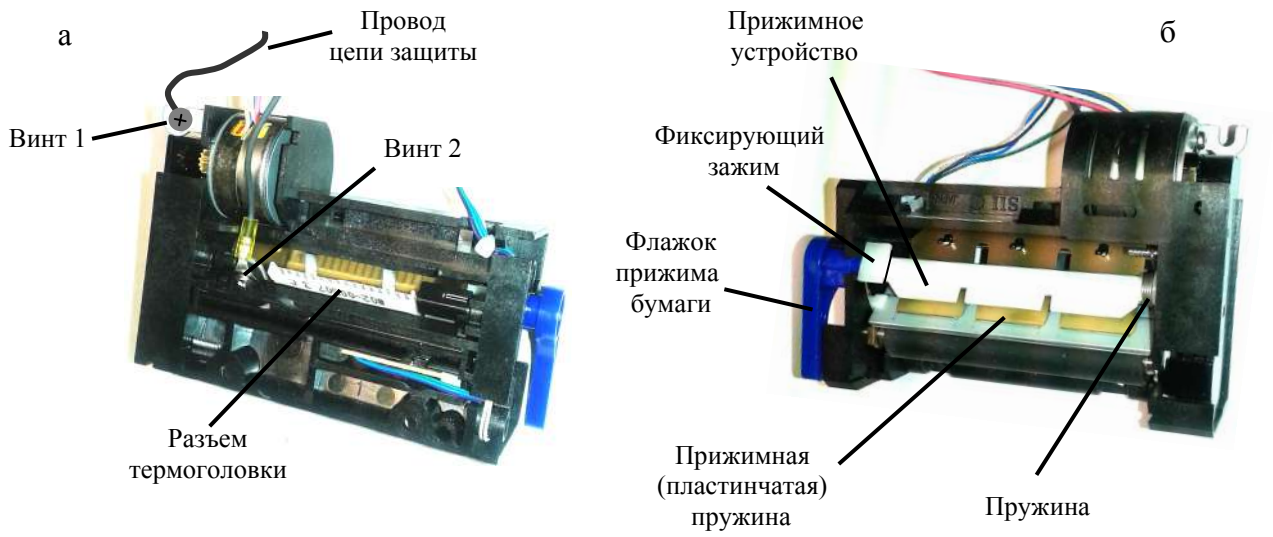

Рис. 7.9 - Принтер LTP2242C-S432
7.6.3.3.6 Отсоединить кабель от разъема термоголовки (Рис. 7.9 а).
7.6.3.3.7 Отвинтить Винт 1 (Рис. 7.9 а) и отсоединить от принтера заземляющий провод. Снять принтер.
7.6.3.4.4 Отсоединить кабель от разъема термоголовки (Рис. 7.9 а).
7.6.3.4.5 Выдвинуть термоголовку из корпуса печатающего устройства следующим образом (см. Рис. 7.9 б):
- отвинтить Винт 2 (Рис. 7.9 а) и отсоединить провод от термоголовки.